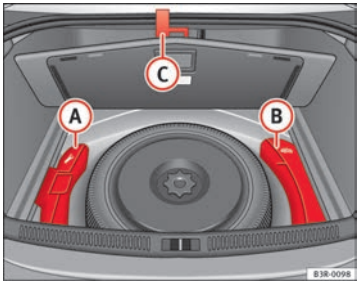

Abb. 179 Werkzeugbox und Wagenheber
Das Bordwerkzeug (A) und der Wagenheber (B) ⇒Abb. 179 befinden sich unter der Ladebodenabdeckung im Gepäckraum.
– Haken Sie den Griff (C) an der Gepäckraumdichtung ein.